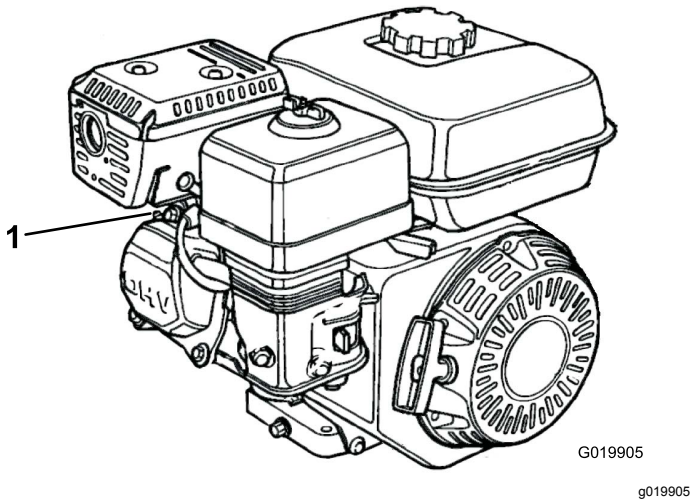

Rysunek 33
1. Odłączyć przewód od świecy zapłonowej (Rysunek 33).